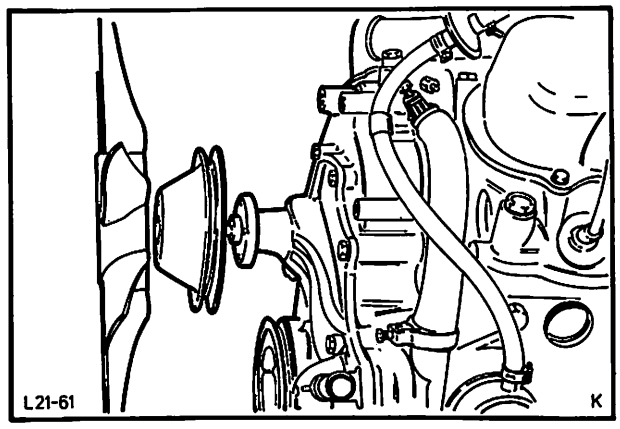

Abb. 84 Lüfter – Riemenscheibe entfernen
5. Lichtmaschine mit Halter (3 Schrauben) entfernen. Keilriemen abnehmen und Lüfter mit Riemenscheibe (4 Schrauben) von der Wasserpumpe abbauen, Abb. 84.